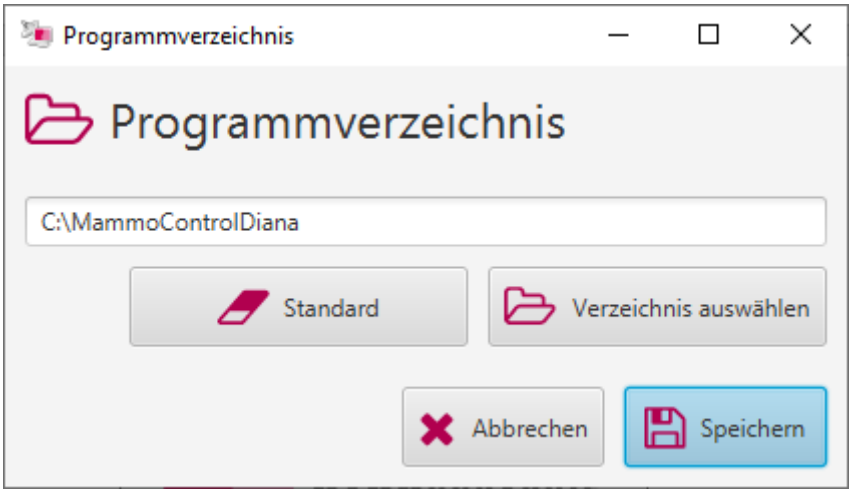

Abbildung 2: Wahl des Programmverzeichnisses.
4) Falls noch kein Programmverzeichnis gewählt wurde, müssen Sie dieses nun festlegen (Abbildung 2). Das gewählte Verzeichnis wird u. a. als temporärer Zwischenspeicher für alle Bilddaten verwendet. Im Zweifel verwenden Sie das vorgeschlagene Verzeichnis „C:\MammoControlDiana“.